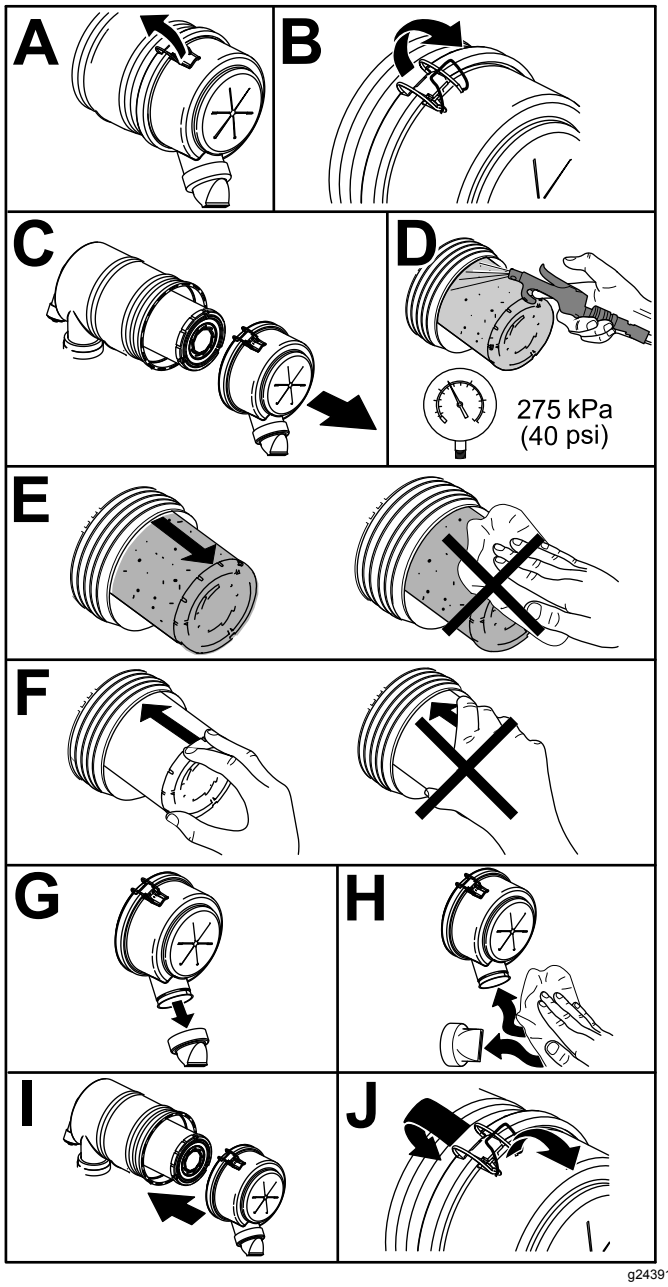

Figur 43
1. Byt ut den primära luftrenarinsatsen (Figur 43).